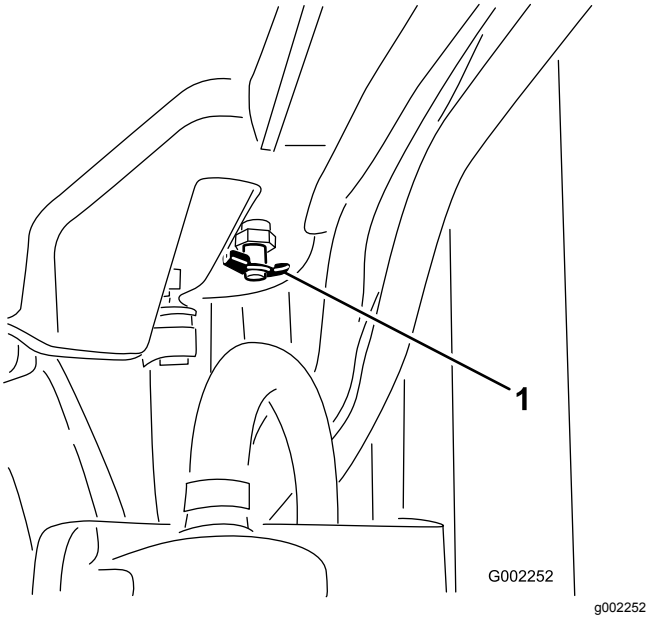

図 83
4. ドレンバルブを開いて冷却液を排出する図 83。
5. ドレンバルブを閉じる 図 83。